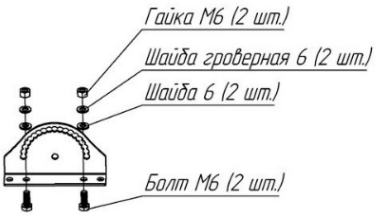

Рис. 3
6.7.3 Собрать крепление фиксатора поворотного (2 шт.) согласно рисунку 3, если был выбран первый вариант (Рис. 3). При выборе второго варианта, собрать крепление фиксатора поворотного на предустановленных болтах.